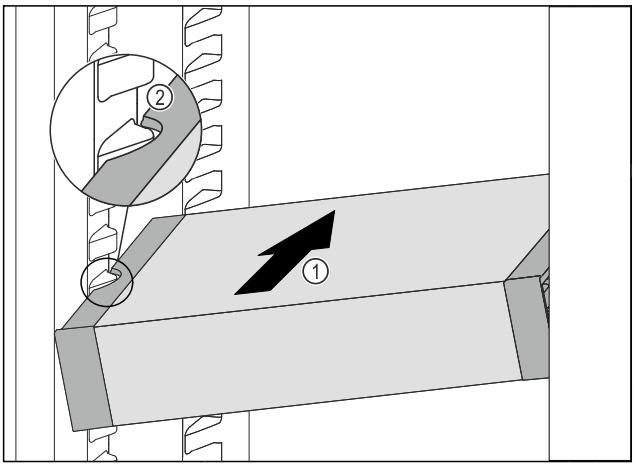

Fig. 175
▶ Inserire VarioSafe ad angolo nel vano frigorifero *Fig. 175 (1)*, fino a quando le cavità laterali *Fig. 175 (2)* di VarioSafe non si trovano al livello della nervatura del contenitore nel vano frigorifero.